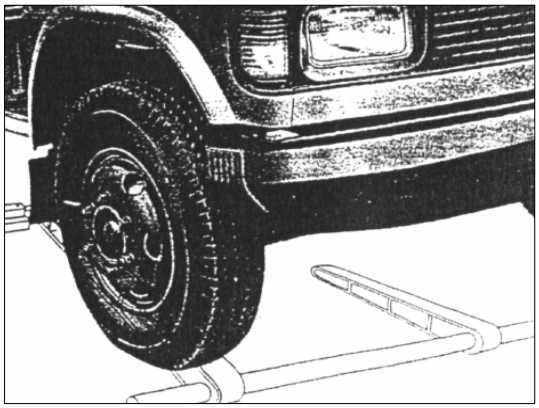

РИС. 300
5) Установите прибор для измерения схождения передних колес за передними колесами (см. рис.300) так, чтобы выступы на основном рычагах прибора касались меловых отметок, измерьте повторно ширину между передними колёсами прибором.